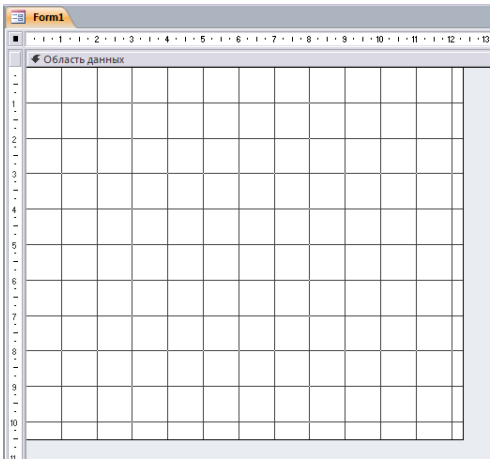

Рис. 7.3. Пустая форма
1.1. На вкладке *Создание* в разделе *Формы* нажимается кнопка *Пустая форма*. На экране отобразится форма, не связанная ни с одной таблицей. Форма открывается в режиме *Конструктора* (рис. 7.3).